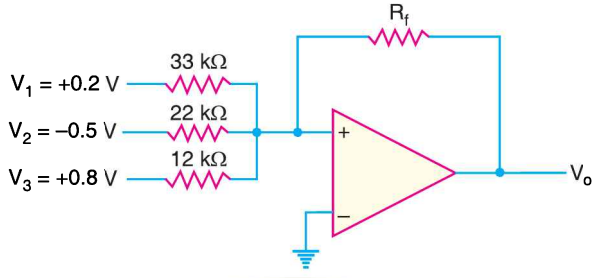

Fig. 25.106
13. Calculate the output voltage of the circuit in Fig. 25.106 for R_f = 68 kΩ. **[V_o = – 3.39 V]**